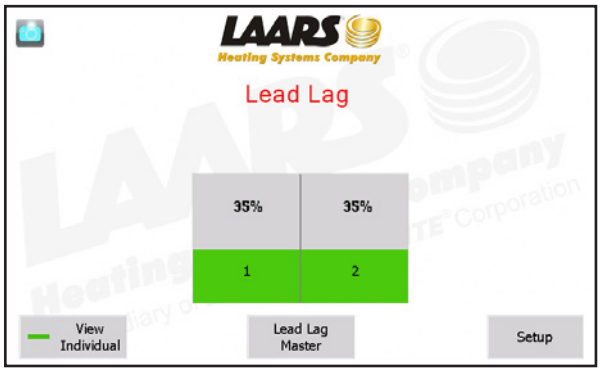

Fig. 30 - Lead/Lag Screen
2. Press the View Lead Lag button to go to a screen that shows the status of the whole Lead/Lag system. See Fig. 30.